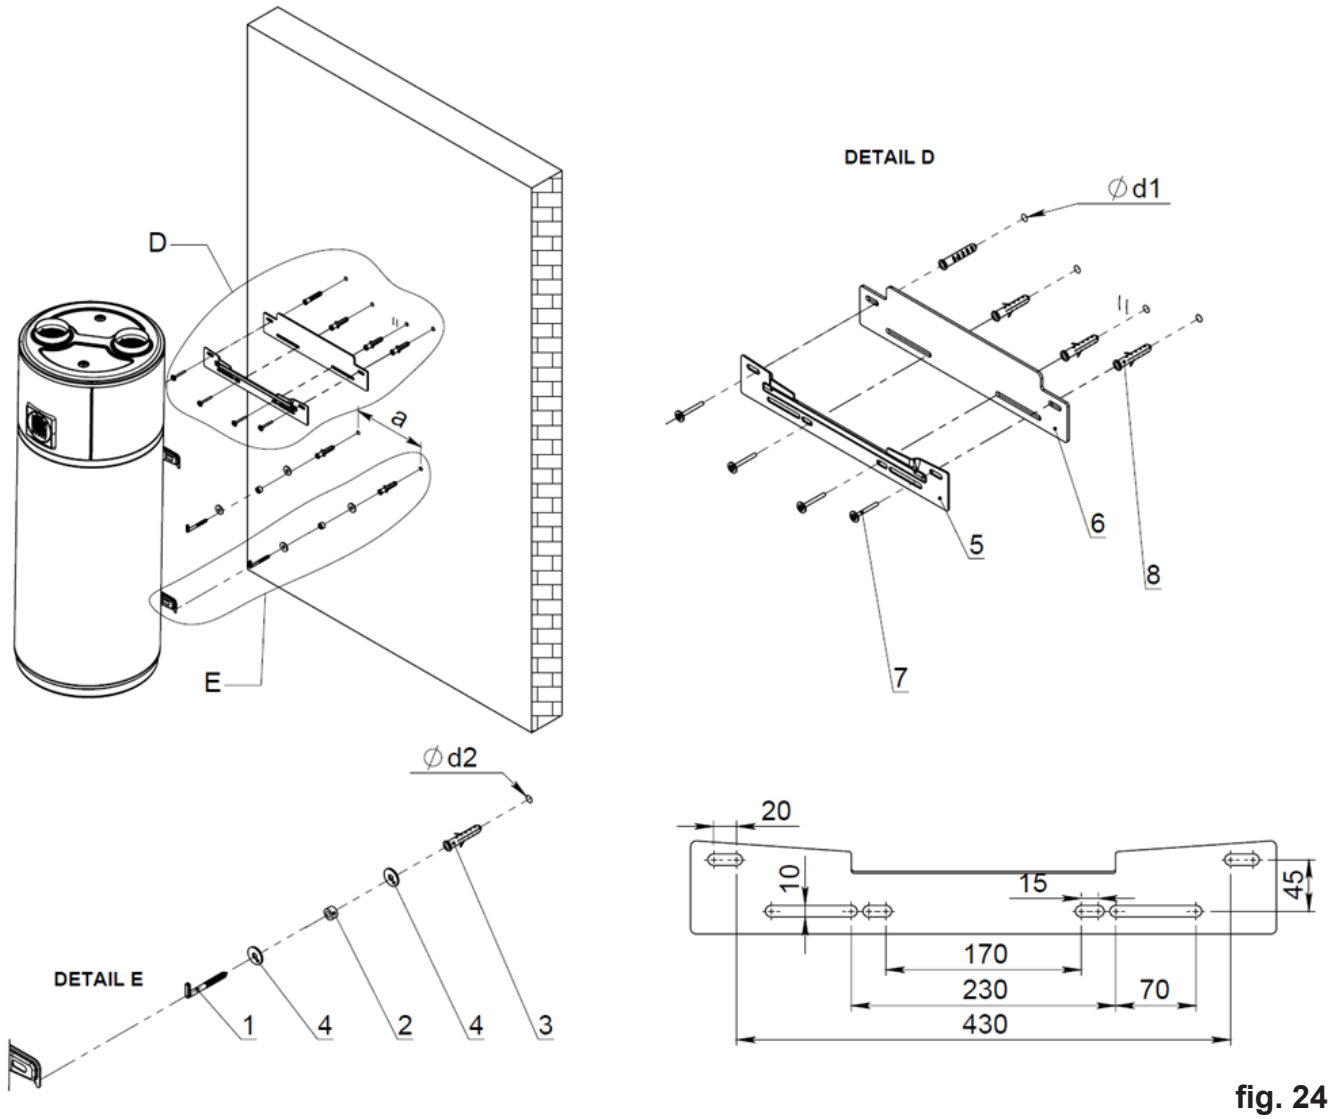

fig. 24
6.2.1 Instalar numa parede de tijolo. (fig. 24)